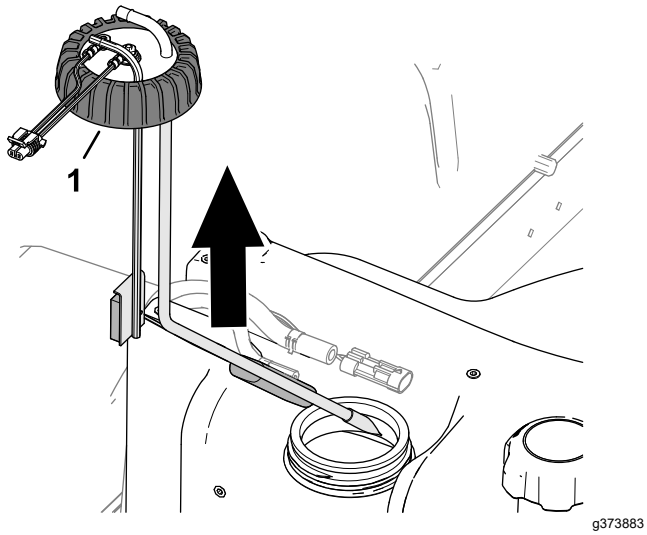

**Figuur 94**
5. Maak de dop van de brandstofsensor los (Figuur 94).